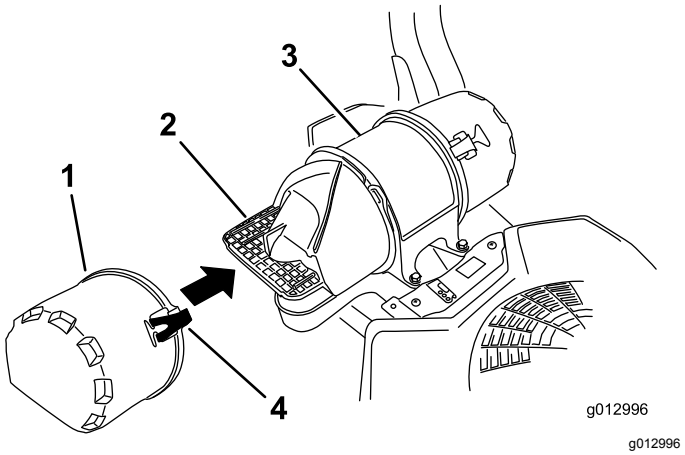

Figura 48
3. Abra los cierres del limpiador de aire y tire de la tapa de la entrada de aire para separarla del cuerpo del limpiador de aire (Figura 48).
5. Instale la tapa de la entrada de aire y sujétela con los enganches (Figura 48).